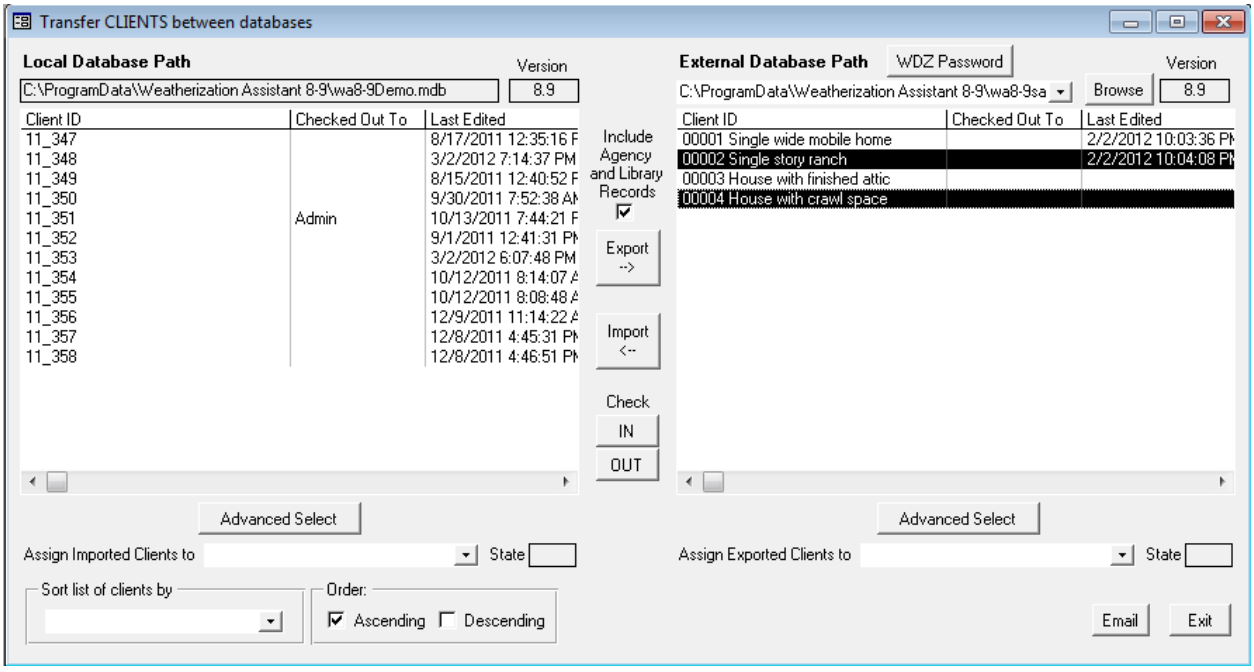

Figure 17.5. Import/Export via MSAccess Database (Transfer CLIENTS between databases) – Check-in/Check-out feature activated (two clients selected for import).
displayed in Figure 17.5, though initially there will be no entries in the panel on the right. The figure has been produced with the Check-in/Check-out feature activated. This adds the “Checked Out To” columns in each of the form’s two panels and the “Check IN/OUT” buttons, which would not be present without this feature activated (see Feature 10, “Enable the check-in/check-out feature for client records” in Section 16.4, *Features*).
The right half of the "Transfer CLIENTS between databases" form will now contain a listing of clients in the selected database from which you are going to import (see Figure 17.5 for an example). Note the display under the "Version" title indicates the version of the database whose clients are being displayed. Only clients from databases produced by versions of the Weatherization Assistant having version numbers beginning with “8” can be imported. The data in prior versions (Versions 7 and below) have data structures significantly different, making their conversion impractical.
Select the clients to be imported by clicking on rows containing their information in the listing on the right of the screen, and using the other standard Windows item selection procedures. For example, you can select multiple clients lying adjacent to each other by clicking on the first or last, then holding down the [Shift] key while using the [Up Arrow] or [Down Arrow] keys to select others. Holding down the [Ctrl] key while clicking on clients will allow you to select multiple clients that are not adjacent to each other. To assist in the selection process, you may sort the listings by any of the client identifying criteria, using the “Sort list of clients by” drop-down list at the lower left of the form. The sort may be performed in “Ascending” or “Descending” order, depending on the selection made in the checkboxes under “Order” to the right of the drop-down list. The sorting will sort clients on both halves of the form. Selected clients’ entries will appear in reverse video. In the example used here, Figure 17.5, two clients have been selected.
- **WDZ Password** – One final consideration that may need to be addressed prior to actually performing the import procedure regards the possible use of password protection on "wdz" files. If you are importing clients from a "wdz" file that originated from an export that used a password, that password would have to have been conveyed to you in order to allow you to import the clients. To accomplish this, choose the "WDZ Password" button near the top of the right half of the "Transfer CLIENTS between databases" window (see Figure 17.5). The "WDZ/ZIP Password" window will appear. In the field, "ZIP Password for Import and Export" in the window, type the password given you, paying attention to punctuation and capitalization. Close the window and proceed with the importing process. The Weatherization Assistant will leave this password set until you change it. So, unless the password is expected to be used in repeated importing and exporting sessions, make sure to return to this form and delete the password.